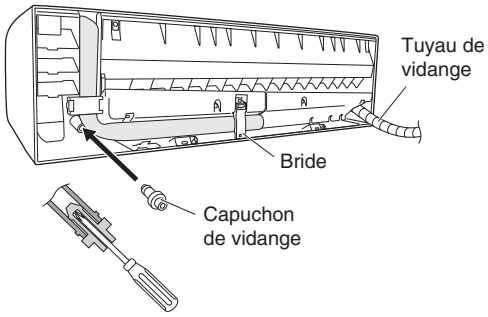

Fig. 3-30
(d) Fixer à nouveau le tuyau de vidange sur le côté gauche et le capuchon de vidange sur le côté droit. (Fig. 3-30)
(3) Installer l'unité intérieure sur le panneau arrière.
(4) Connecter la tuyauterie et le câblage acheminés de l'extérieur à l'intérieur.
(5) Après avoir effectué le test de fuite, regrouper la tuyauterie avec un ruban d'armature et la placer dans la zone de stockage à l'arrière de l'unité intérieure. La maintenir avec des pinces. (Figs. 3-30 et 3-32)